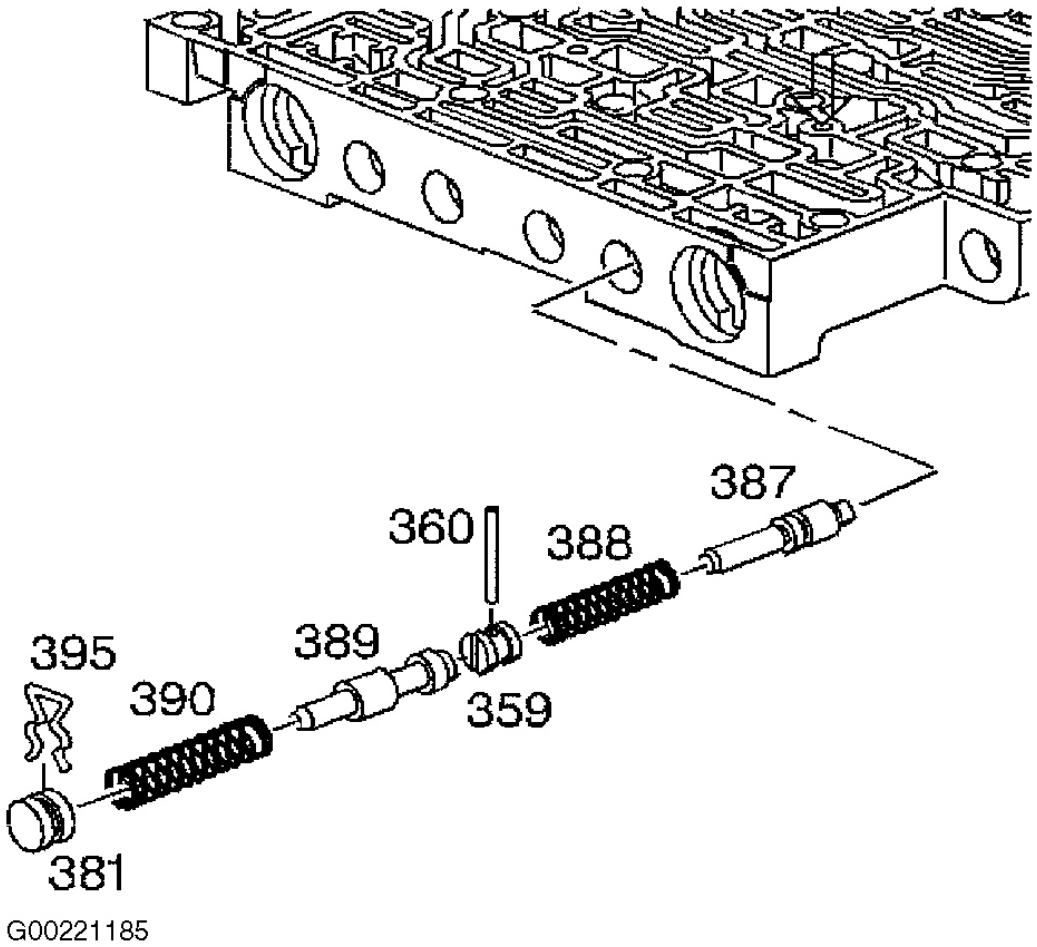

Fig. 69: Removing/Installing 3-2 Downshift Valve Assembly
8. Remove the bore plug retainer (395) and the bore plug (381). Remove the 3-2 downshift valve spring (390) and the 3-2 downshift valve (389). Remove the coiled spring pin (360) and the bore plug (359). Remove the reverse abuse valve spring (388) and the reverse abuse valve (387). See **Fig. 69** .